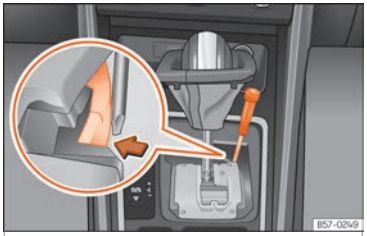

Fig. 57 Selector lever: manual release from position P.
- Using a screwdriver, press and hold the yellow unlocking tab sideways ››› Fig. 57.
- Now press the interlock button on the selector lever (A) and move the selector lever to position **N**.